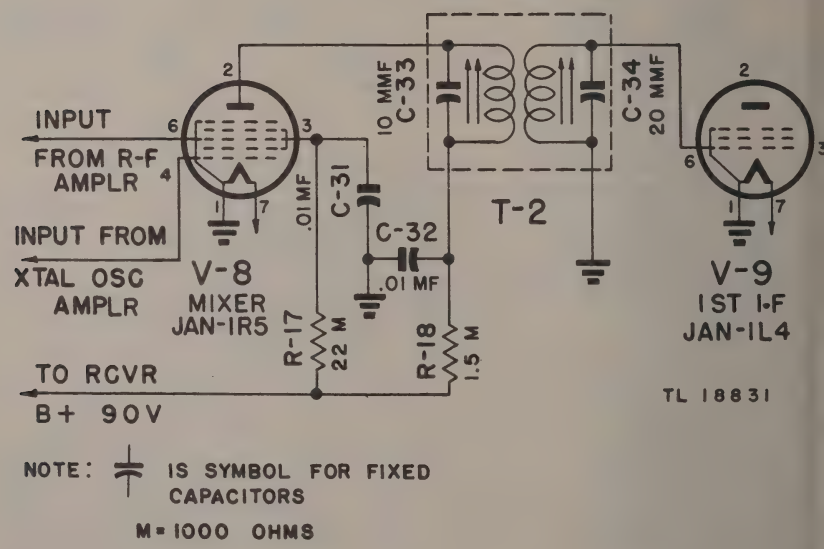

Figure 22. Receiver-Transmitter BC-1335, receiver mixer.
a. Mixer Tube JAN-1R5 (V-8) is supplied with signal frequency voltage from the r-f amplifier and with injection frequency voltage from the crystal oscillator amplifier (fig. 22). These voltages are supplied on two separate grids. The frequency from the oscillator amplifier is always 4.3 mc below the signal frequency except for deviations due to frequency modulations of the signal. The output of tube V-8 consists of various combinations of these two frequencies. These combinations include sum and difference frequencies plus sums and differences of harmonics of both input frequencies. Transformer T-2 is tuned to select only the **difference frequency** of 4.3 mc. It is this frequency that is fed into the i-f amplifier.